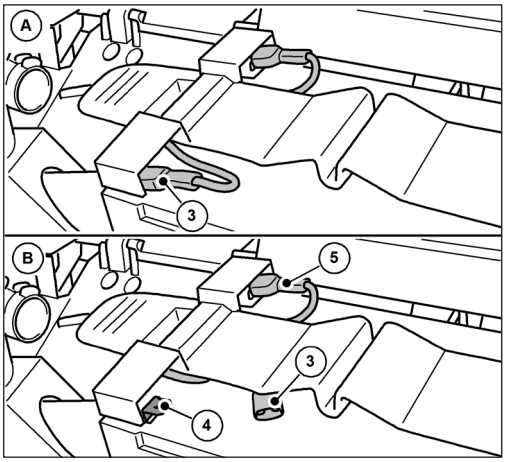

Abb. 24: Desconectar el cable de conexión de la batería
3. Desconecte el cable azul de conexión de la batería (3) de la lengüeta de enchufe (4) de la batería.
» Asegúrese de que el cable azul de conexión de la batería (3) no pueda entrar en contacto involuntario con la lengüeta de conexión (4) debido a influencias externas, como el movimiento del aparato (véase la Fig. 24 Figura B).